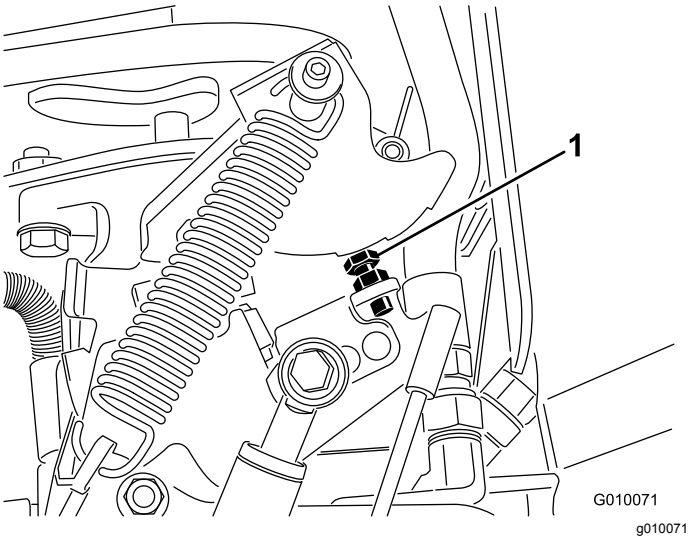

Figur 70
6. Hvis det er nødvendig med justering, vri pumpens stoppbolt (Figur 70) nærmere til stoppeplaten for å redusere hullavstanden eller vri stoppbolten vekk fra stoppeplaten for å øke hullavstanden.